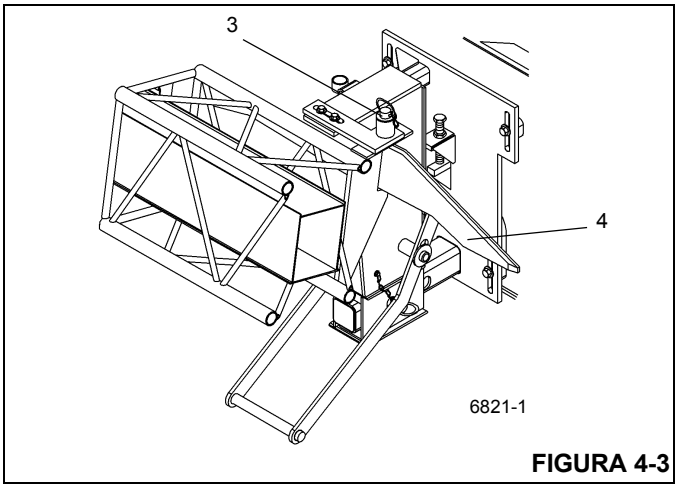
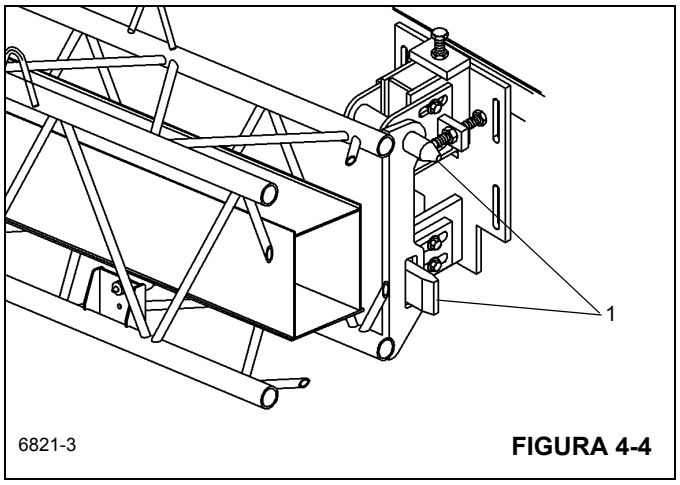

FIGURA 4-3
FIGURA 4-4
4. Saque el pasador de retención del pasador de enganche (Figura 4-3, 3) que fija la extensión de pluma a la escuadra de almacenamiento trasera. Saque el pasador de enganche para destrabar la extensión de pluma de la pluma.
6. Eleve la pluma a la posición horizontal y extienda la pluma aproximadamente de 51 a 64 cm (20 a 25 pulg). Verifique que las orejetas de almacenamiento de la extensión de pluma pasen libremente los pasadores guía (Figura 4-4, 1) y la rampa (Figura 4-3, 4) en las escuadras de almacenamiento delantera y trasera.